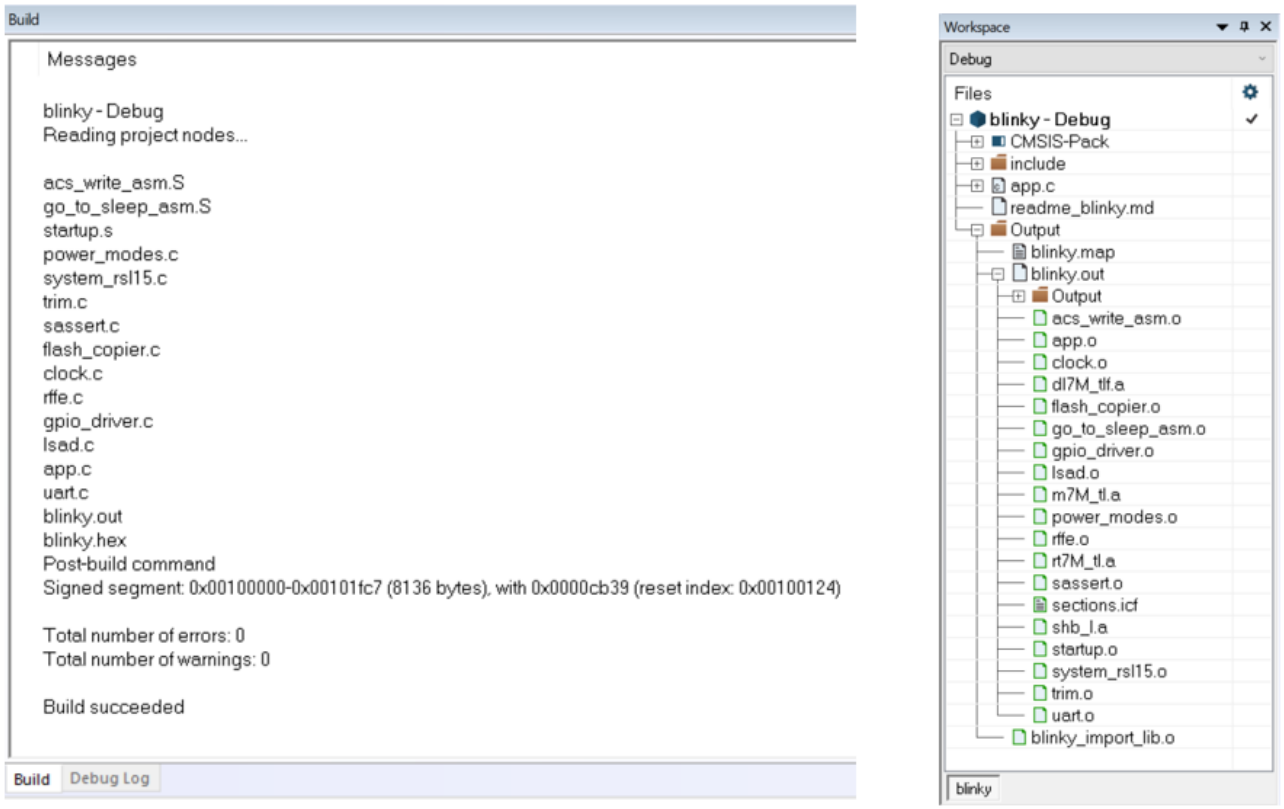

Figure 38. Example of Build Output
2. When the build is running, the output of the build is displayed in the Build Output view in the IDE, as illustrated in the "Example of Build Output" figure (Figure 38).
3. The application runs up to the first breakpoint in *main*. You can press F5 or click the Run icon (as shown in Figure 38) multiple times to step through the code and observe that the LED changes its state when the application executes the line `gpio->ToggleValue(SYSTICK_STATES_GPIO)`. To stop the debug session, press the Stop icon.